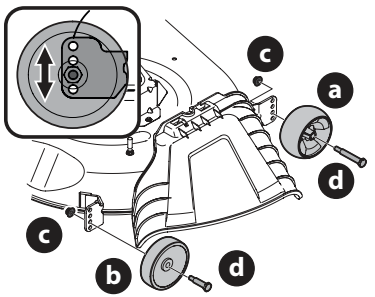

Fig. 20
b. Retire las ruedas delanteras (a) y traseras (b) de la plataforma retirando las tuercas de seguridad con brida (c) y los tornillos con reborde (d) que los sujetan a la plataforma (Fig. 20).